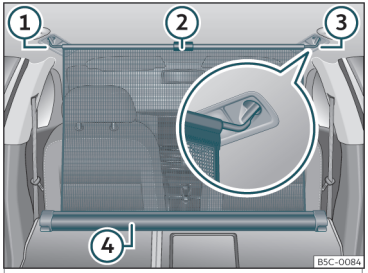

Fig. 124 Nel bagagliaio: rete divisoria fissata con gli schienali del sedile posteriore ribaltati.
- Tirare verso l'alto la linguetta››› **fig. 124** ② per estrarre la rete dalla scatola››› **fig. 124** ④.
- Fissare la rete divisoria sul lato destro o sinistro››› **fig. 124** ③ (immagine ingrandita).
- Fissare la rete divisoria nell'alloggiamento del lato opposto››› **fig. 124** ① tirando la barra.
La rete divisoria è correttamente montata quando le estremità a forma di T sono fissate saldamente agli alloggiamenti corrispondenti››› **fig. 124** ③ e ①.
- Avvolgere la rete nella scatola››› **fig. 124** ④ abbassandola con la mano.